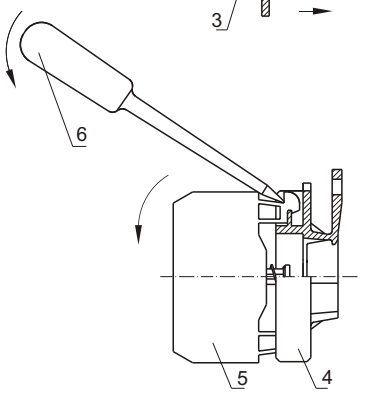

Rys.7. Sposób demontażu łącznika z korpusu pośredniego
3. Łączniki (5) demontować z korpusu pośredniego (4) za pomocą wkrętaka (6), którym należy podważyć zaczep mocujący a następnie odciągnąć łącznik (5) od korpusu pośredniego (4) rys.7.